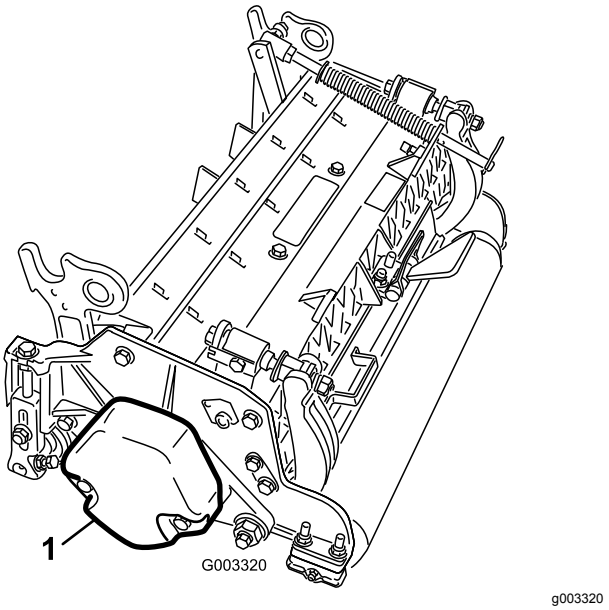

Figur 4
4. Kontroller at motvekten (Figur 4) er installert i den korrekte enden av klippeenheten som beskrevet i klippeenhetens *brukerhåndbok*.